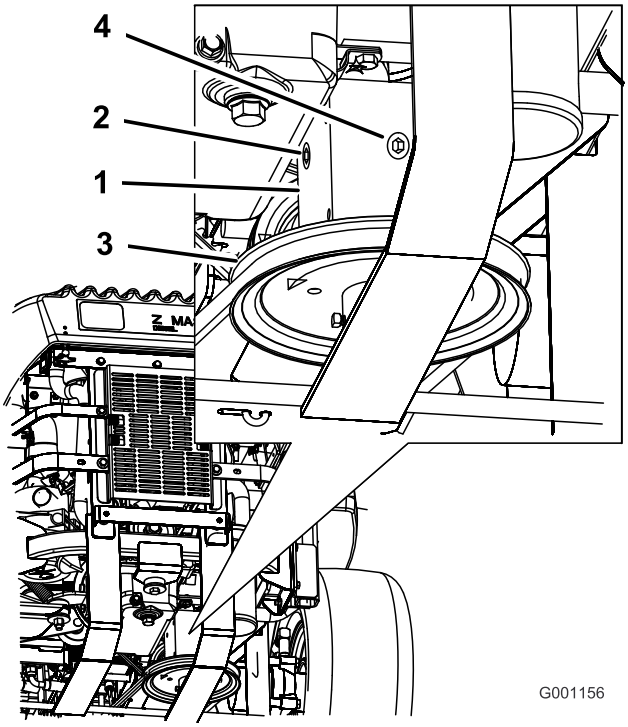

Figur 60
4. Fjern proppen på siden af eller bag på gearkassen (Figur 60).